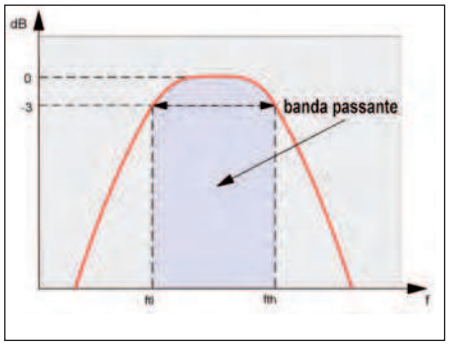
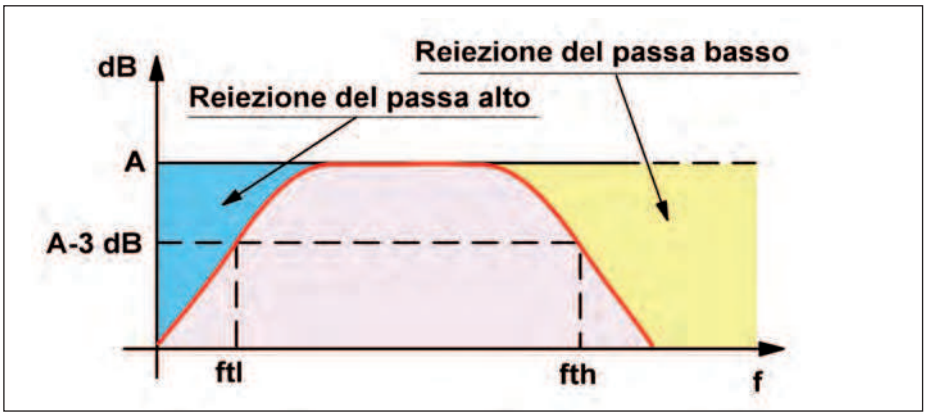

Figura 4: diagramma ampiezza-frequenza di un generico filtro selettivo.
Figura 5: metodo per ottenere un filtro passa banda.
*Osserviamo adesso un grafico nel dominio della frequenza ove, ad una fondamentale di 50 Hz, sono state associate delle frequenze armoniche di ampiezza decrescente **(vedi figura 4)**. Come si noterà la fondamentale (50 Hz) non rientra nelle frequenze udibili. Non altrettanto si può dire della prima armonica che, essendo a 100 Hz, potrebbe essere udita anche se la sua ampiezza è minore rispetto alla fondamentale.*
*L'inserzione di un filtro notch centrato a 100 Hz potrebbe abbassare l'ampiezza della prima armonica così come mostrato indicativamente in **figura 5**.*
Queste circostanze possono evitarsi con l'uso di appropriati filtri selettivi definiti, per l'appunto, a banda larga. In **figura 4** appare la rappresentazione grafica della funzione di trasferimento di un filtro a banda larga generico. Le applicazioni dei filtri a banda larga sono molteplici. Della telefonia si è già parlato, tuttavia essi trovano uso ogni qualvolta è necessario limitare la banda passante del segnale in ingresso in modo da adattarla ai valori che ci interessano. Ad esempio, si consideri un sistema di amplificazione per sub-woofer (vedi **figura 5**). Questi amplificatori funzionano con potenze piuttosto elevate (fino ad 1 KW e anche più) ma con bande passanti tipicamente ridotte, di solito comprese fra 50 e 150 Hz. L'ingresso di questi amplificatori non può essere interessato dal segnale audio di tipo HI-FI poiché esso ha un campo di frequenza decisamente più vasto: circa 20 KHz di banda passante! E' quindi necessario anteporre un filtro che riduca decisamente questa eccessiva larghezza di banda, per l'appunto un filtro selettivo avente una banda passante di circa 60 ÷ 70